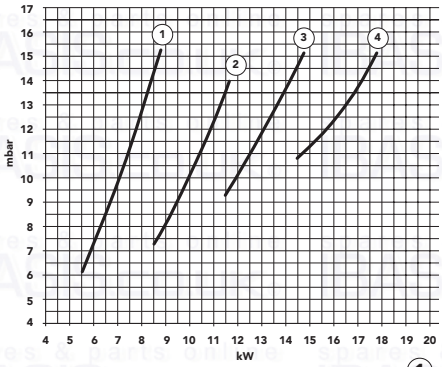
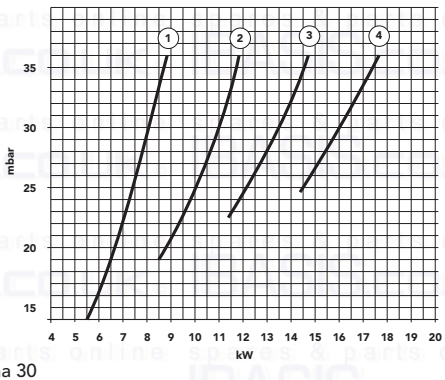

Fig. 42a
Fig. 42b
The diagrams indicate the variation in heat output to the water as burner working pressure is varied (fig. 42a and 42b). Adjusting boiler output to the actual requirements of the central heating system will minimise boiler cycling thus saving fuel, varying the output has virtually no effect on the efficiency and combustion characteristics of the boiler.
7) If inlet working pressure is ok using the test point on the gas valve marked OUT check the burner pressure. Burner pressures for the required heat output can be obtained from fig. 42a for natural gas and fig. 42b for LPG.